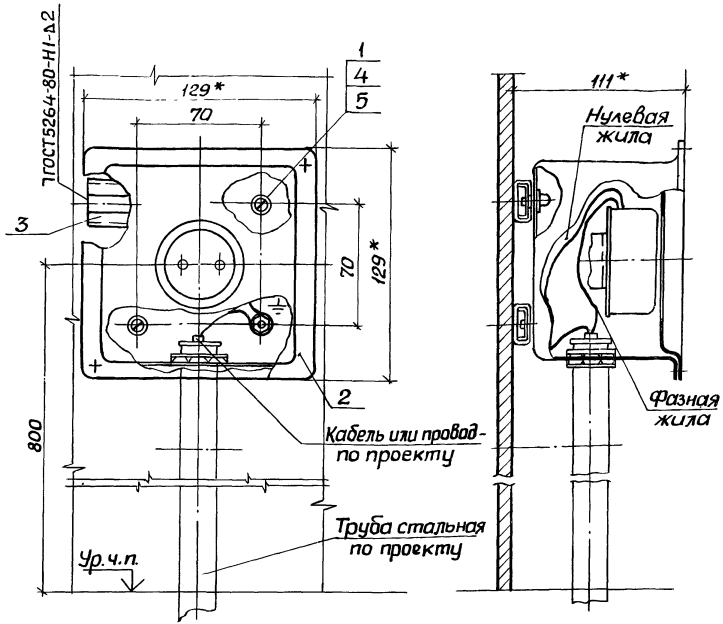

Рис.1
3. Зануление коробки выполняется „шлейфом" нулевой жилы кабеля - см. рис.1.